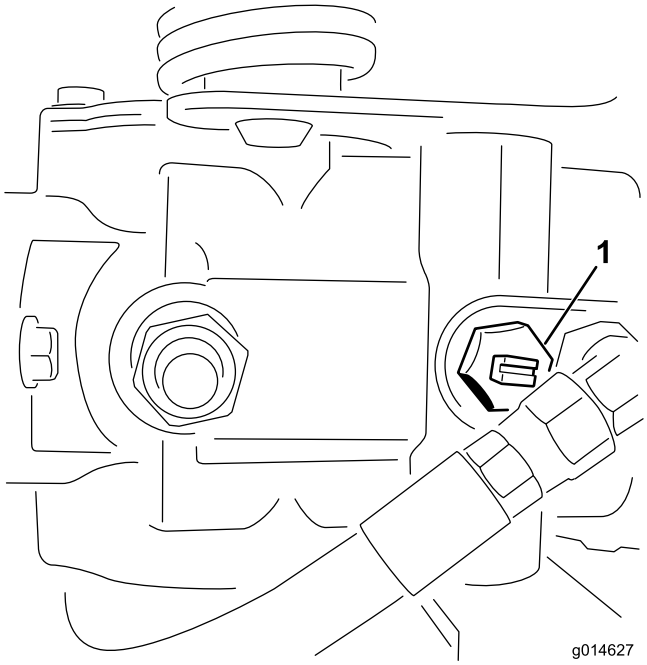

**Figur 40**
1. Find omløbsventilen på pumpen, og drej den, så rillen er vertikal (Figur 40).
2. Luk omløbsventilen ved at dreje den, så rillen er horisontal (Figur 40), før du starter motoren. Start ikke motoren, mens ventilen er åben.